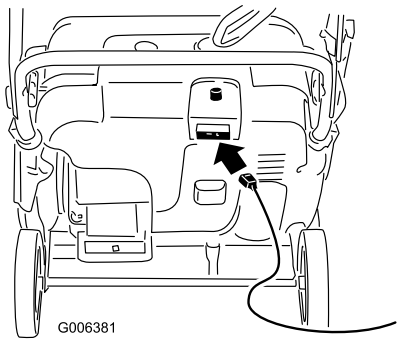
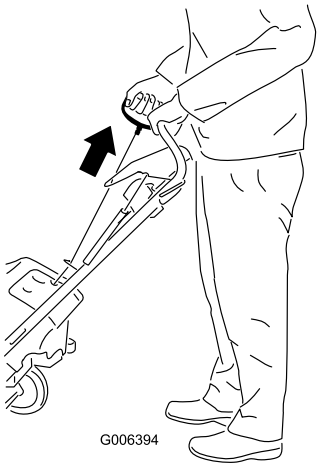

Figur 17
Figur 18
4. Forbind en forlængerledning til en strømkilde og sneslyngen, og tryk på elektrisk start-knappen (kun model 38569) (Figur 17), eller træk tilbageslagsstarthåndtag (Figur 18).